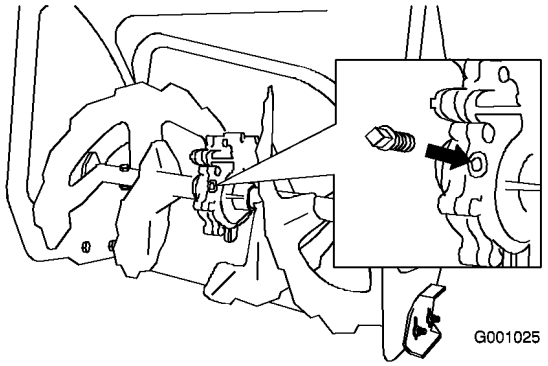

Bild 49
2. Reinigen Sie den Bereich um die Rohrverschluss (Bild 49).